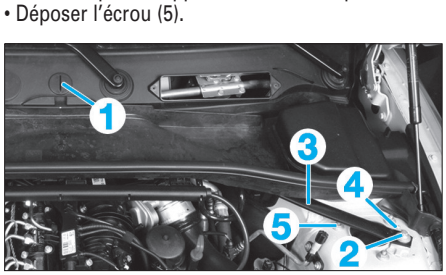

Fig. 4
• Retirer le capuchon (1) et déposer la vis qui se trouve en dessous **(Fig.4)**.
• Déposer la vis (2).
• Extraire la barre de renfort du dôme d'amortisseur (3) dans le sens de la flèche.
• Dévisser / chasser le pion de positionnement (4).
• Déposer l'écrou (5).
• Remplacer l'écrou (5) et le serrer à 3,4 daN.m **(Fig.4)**.